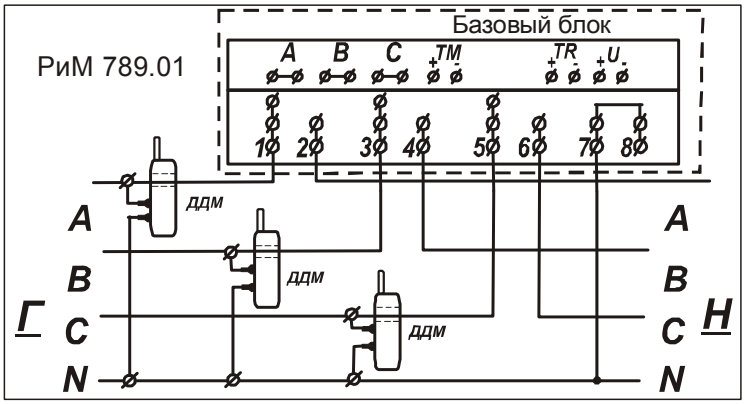

Рисунок 4 – Схема подключения счетчика
4.1 Установку счетчиков должен выполнять квалифицированный электромонтер согласно схеме подключения, имеющейся на клеммной крышке (см. рисунок 4).